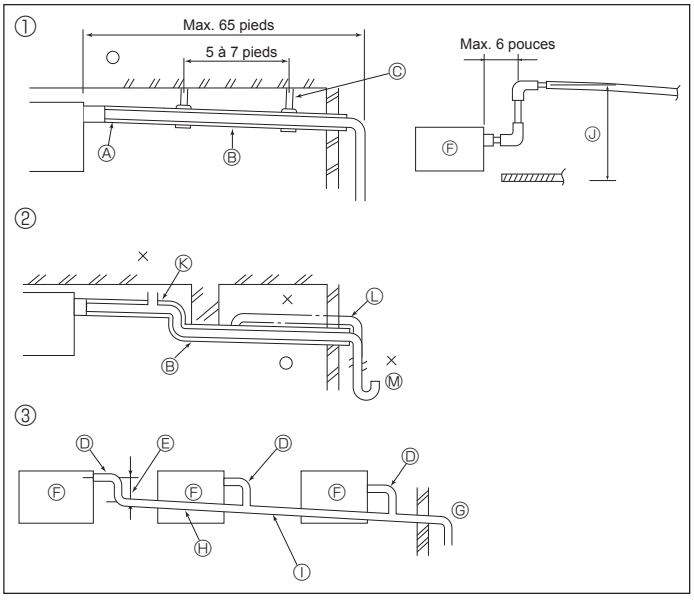

Fig. 5-1
5.1. Mise en place du tuyau d'écoulement (Fig. 5-1)
① Tuyautage correct
② Tuyautage erroné
③ Mise en place groupée des tuyaux